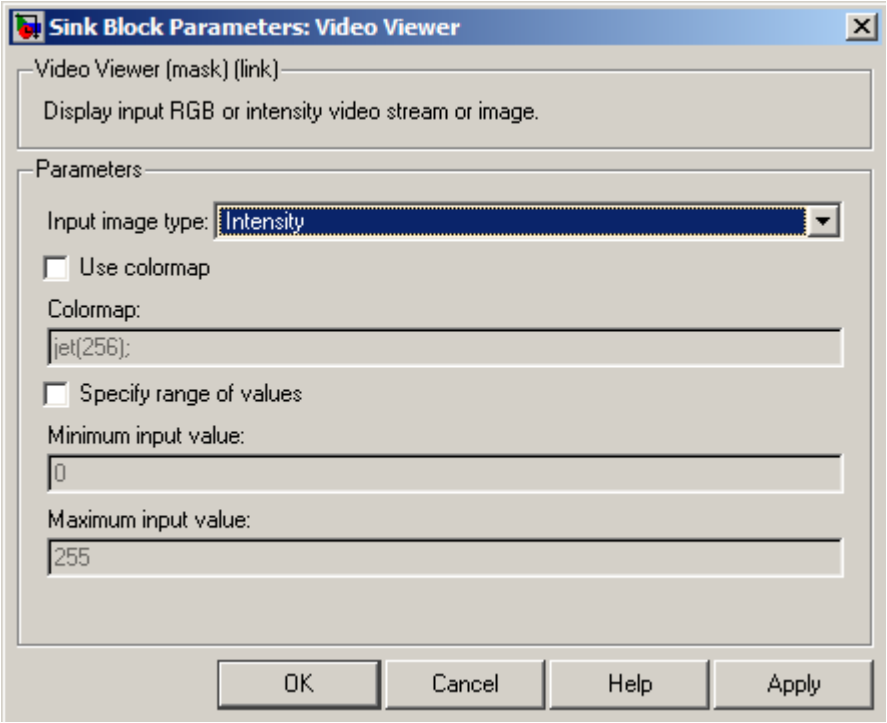

Figure 9: Video Viewer Configuration
5. Select the "intensity" input format as shown in Figure 9.
Configure the block to send data through a channel named "outputimage" as shown in Figure 9.